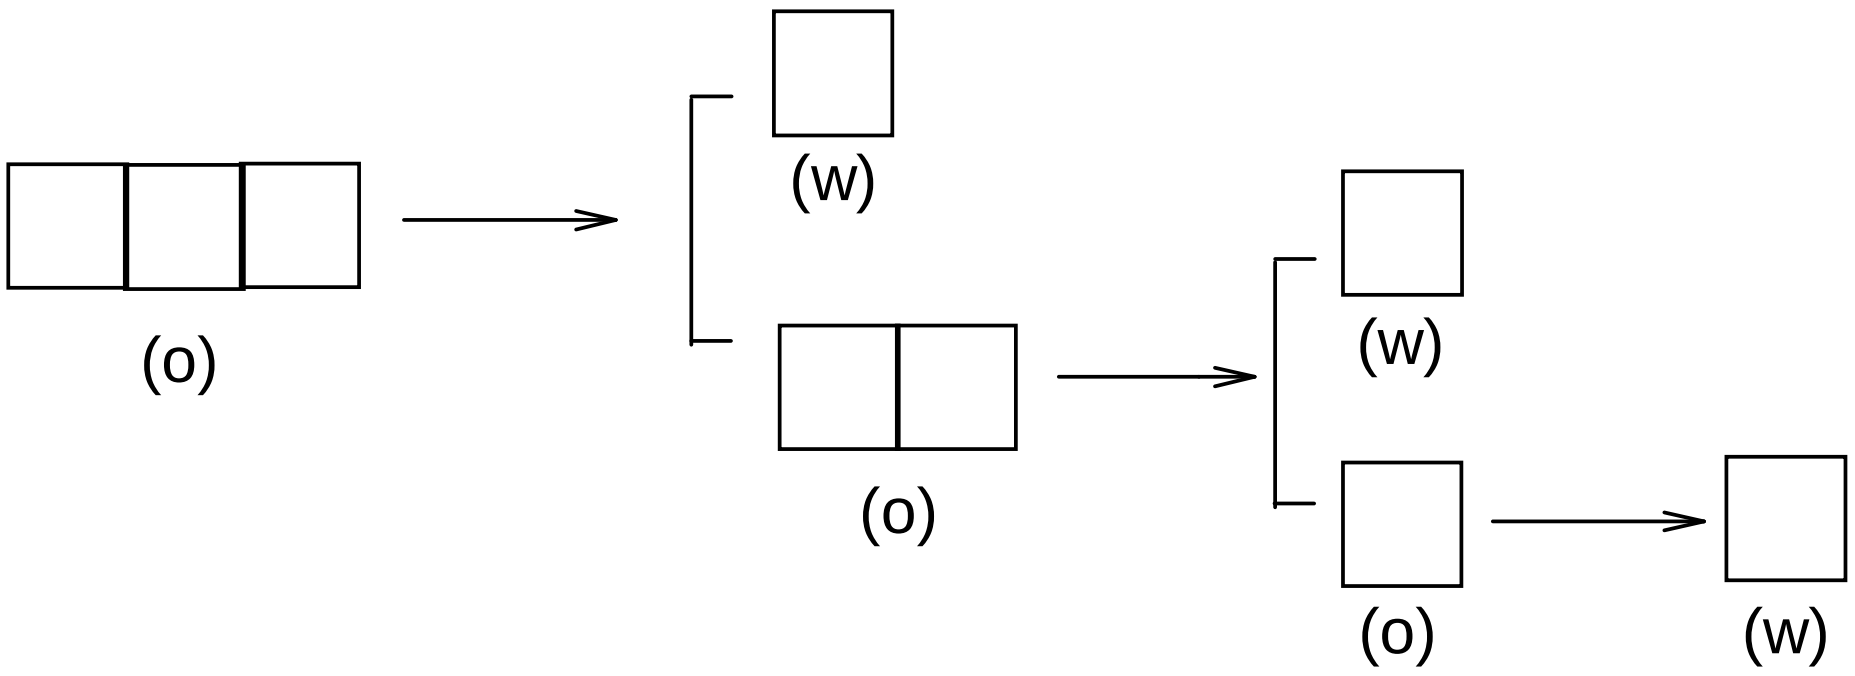

Fig. 2
6.4 The three proteins entered into the micelles will be separated from each other by the following procedure shown as in Fig. 2. Each extracted protein can be sequentially transported into a respective water phase.